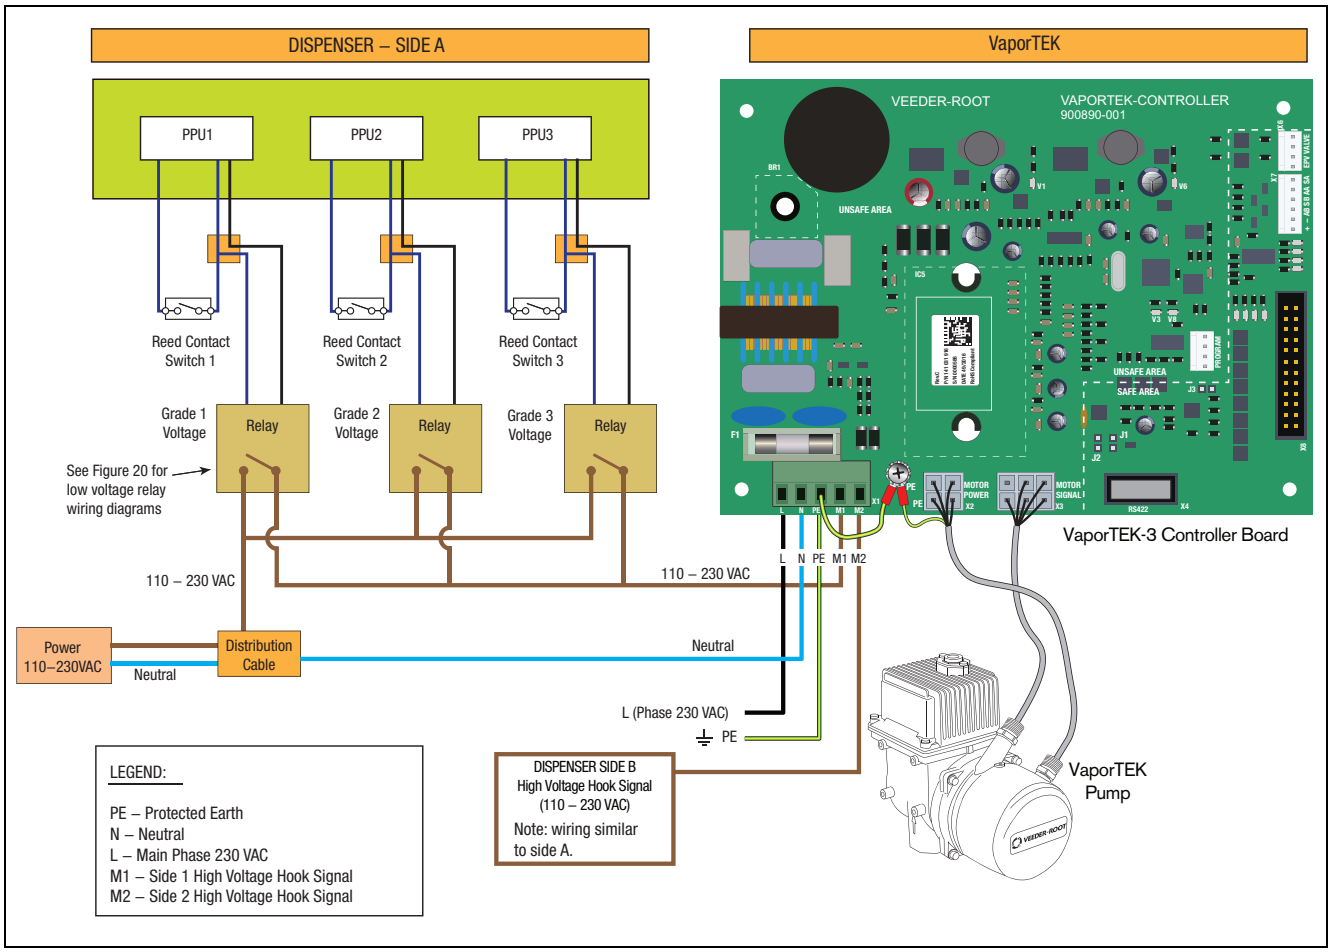

Figure 19. VaporTEK System - Low Voltage Hook Signal with Relay Switch
5. VaporTEK with Low Voltage hook signal with relay switches (see Figure 19).